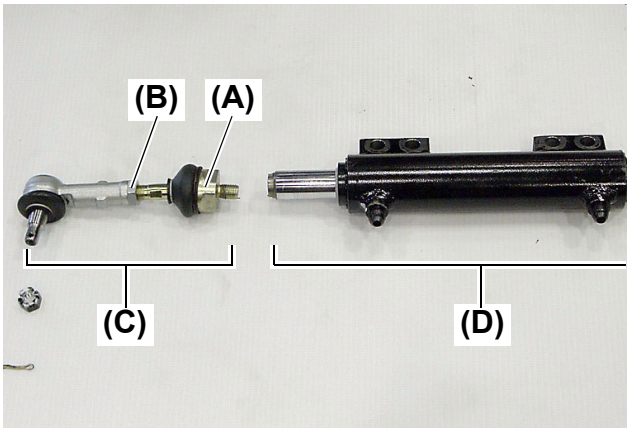

Fig. 11
17. Apply locktite to the **(Fig. 11, (A))** portion when fitting the tie rod to the power steering cylinder. (This should be applied to the right and left sides.)
- Tightening torque for **(Fig. 11, (A))** and **(Fig. 11, (B))**: 43.5 to 50.9 ft•lbs (59 to 69 N•m)
- Each of the tie rod **(Fig. 11, (C))** and the power steering cylinder **(Fig. 11, (D))** is supplied in an assembly. Independent supply of its internal parts cannot be offered.